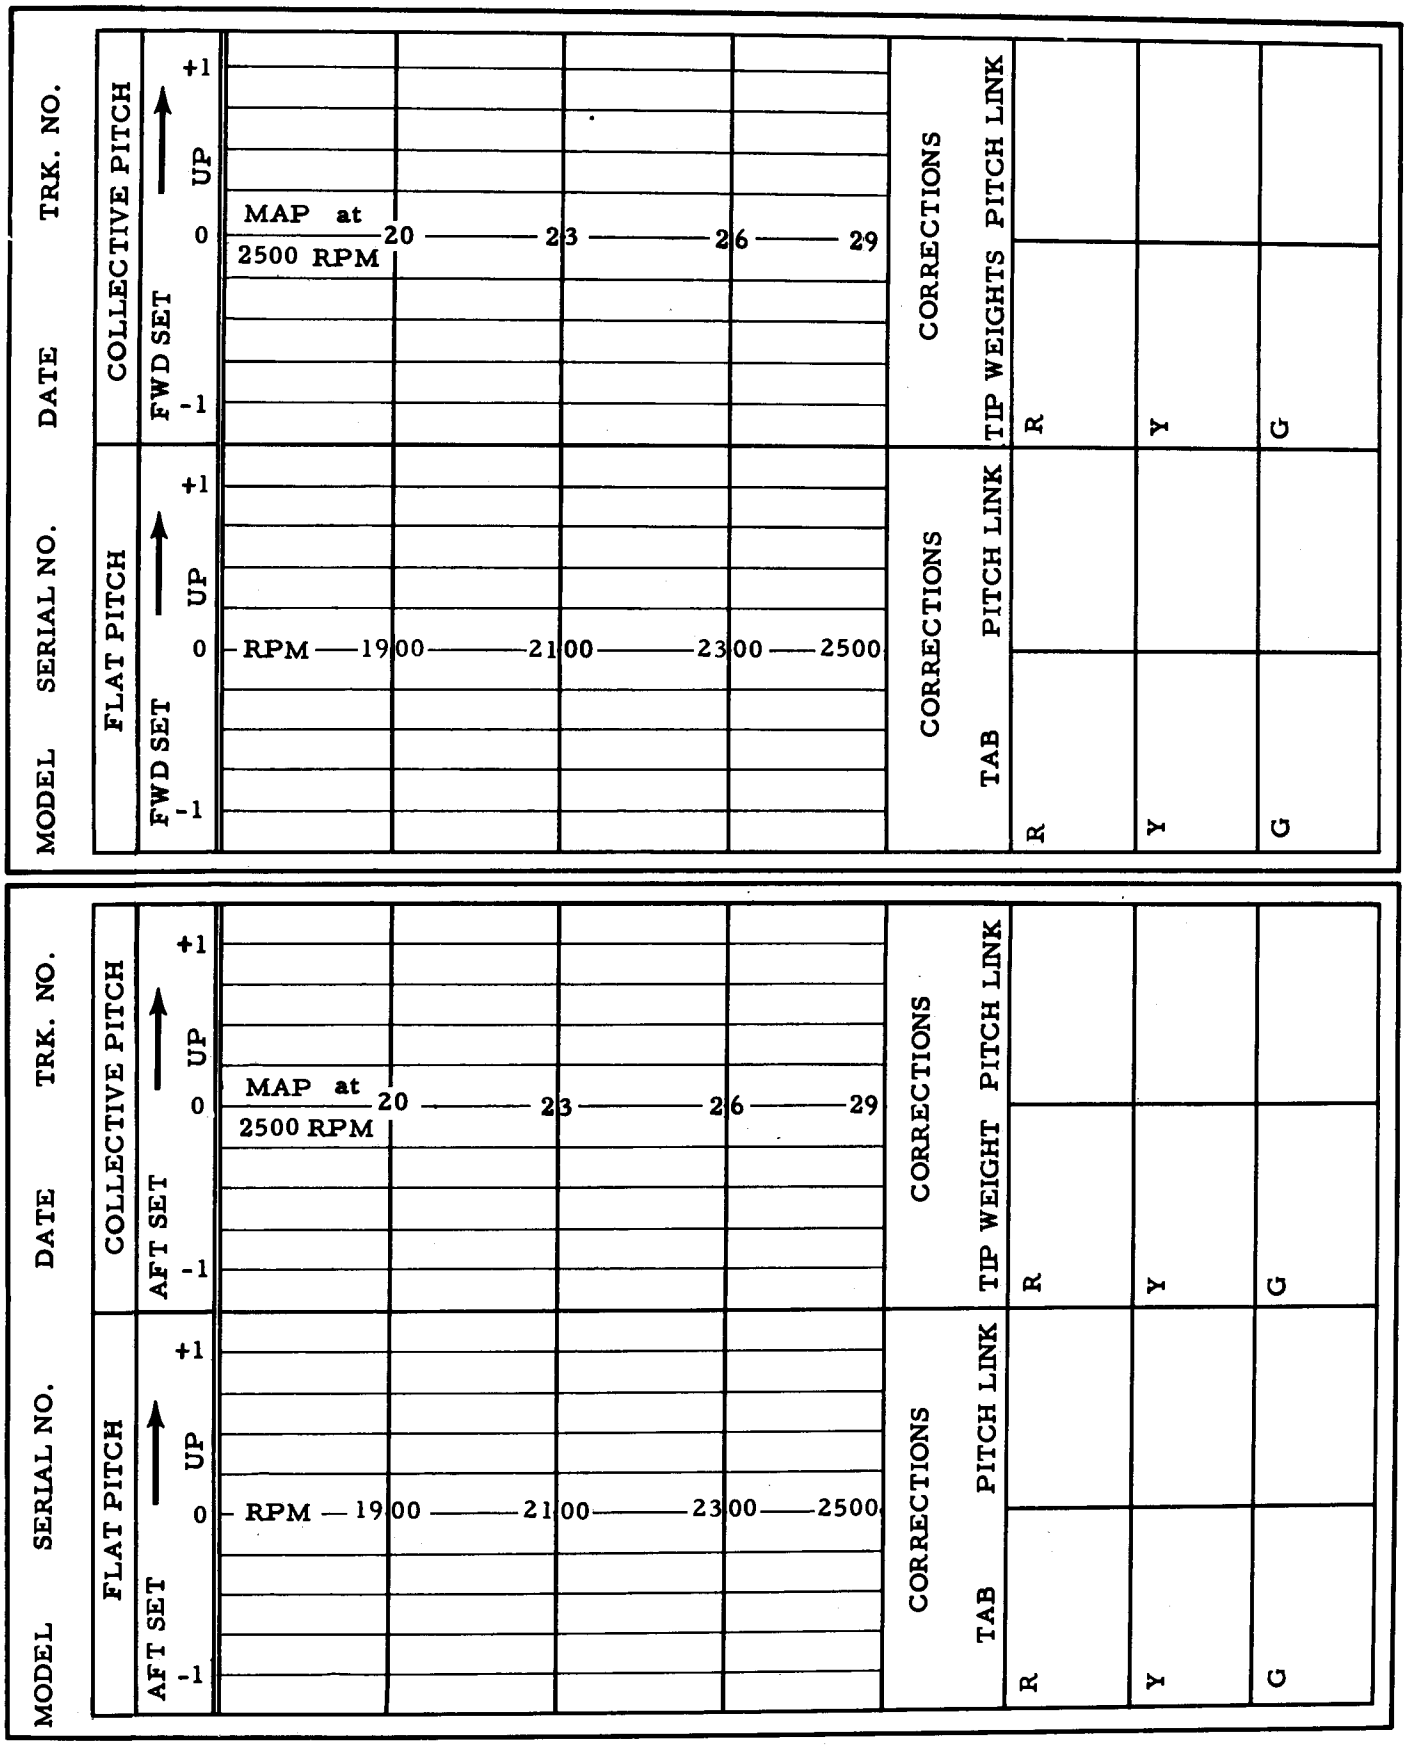

Figure 1-10A. Sample Tracking Cards
c. Lower the tracking flag and transfer the marks to a tracking card similar to the one shown in figure 1-10A. Also, circle the area of the trace on the tracking flag with a grease pencil and identify the circled areas as to their sequence in the tracking procedure.